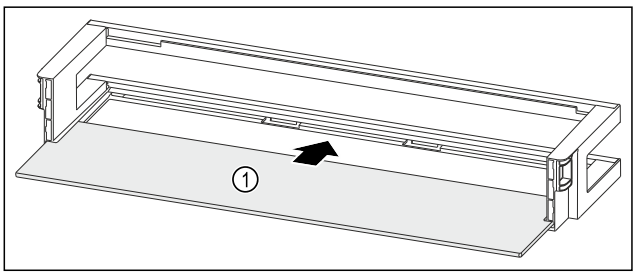

Fig. 167 Raft montat pe ușă cu raft
▶ Împingeți în interior raftul *Fig. 167 (1)* în degajările laterale.